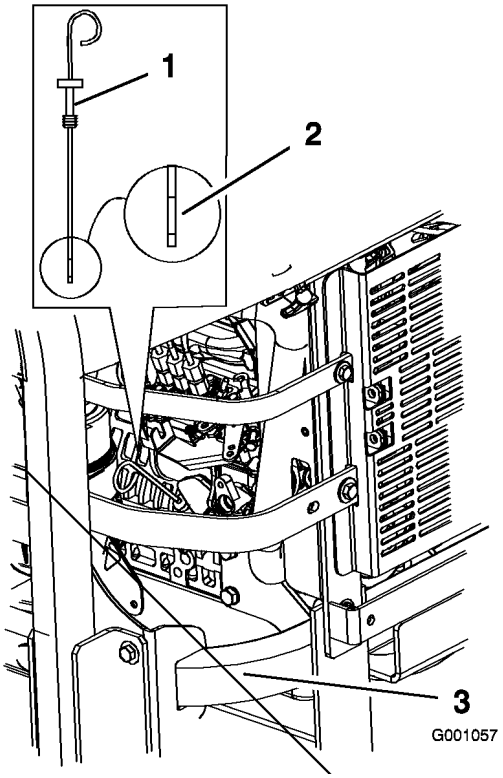

Figur 36
3. Rengør området omkring målepinden (Figur 36), så der ikke trænger snavs ned i hullet til målepinden, der kan beskadige motoren.
4. Træk målepinden ud, og aftør pindens metalende (Figur 36).
5. Før målepinden helt ind i påfyldningsrøret. Træk målepinden ud, og kig på pindens metalende (Figur 36). Hvis oliestanden er lav, skal der kun langsomt påfyldes så meget olie i påfyldningshullet, at oliestanden stiger til full-mærket.